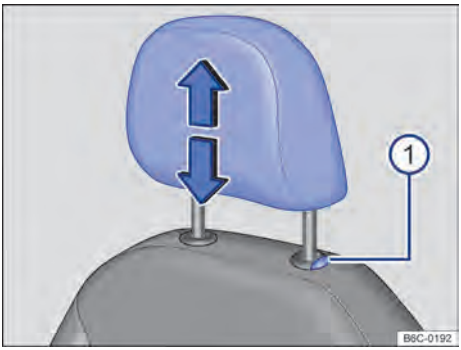
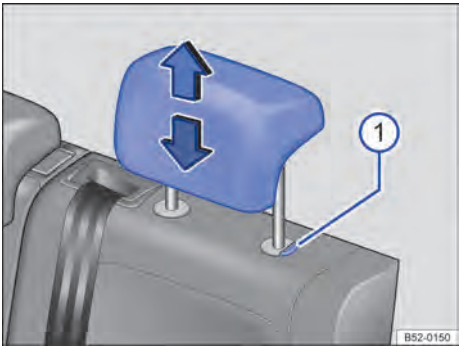

Fig. 68 Apoio para cabeça dianteiro: ajustar.
Fig. 69 Apoio para cabeça traseiros: ajustar.
– Deslocar o apoio para cabeça para cima ou para baixo na direção da seta com o botão → Fig. 68 ① ou → Fig. 69 ① pressionado → ⚠ em *Introdução ao tema* na página 85.